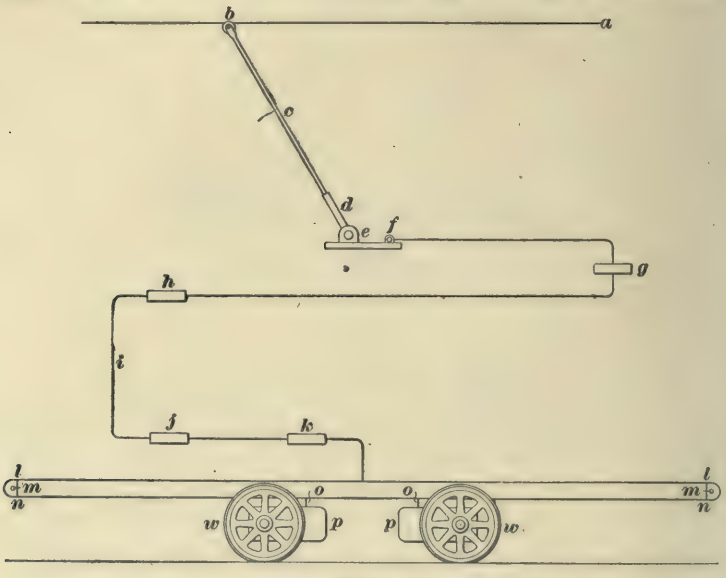

FIG. 1.
**2.** The devices, in the order named, are the *wheel*, *pole*, *base*, *roof wiring*, *hood switches*, *wall wiring*, *fuse box*, *lightning arrester*, *controllers*, *resistance coils*, *motors*, *trucks*, and *wheels*. Fig. 1 gives the general path of the current in passing through these devices: *a* is the trolley wire; *b*, the wheel; *c*, the pole; *d*, the socket; *e*, the base; *f*, the terminal for connecting the roof wiring; *g* and *h*, the overhead switches; *i*, a wire which passes from the overhead switch down through the end wall of the car to a point beneath the floor; *j* is the fuse box; *k*, the lightning arrester; *l l*, a wire from the trolley post of one controller to the trolley post of the other controller. *m*, *m* are the two controllers; *n n*, a wire running from the ground post of one controller to the ground post of the other controller; *o*, *o*, two wires spliced on to wire *n n* and connected to the frames of the two motors *p*, *p*.